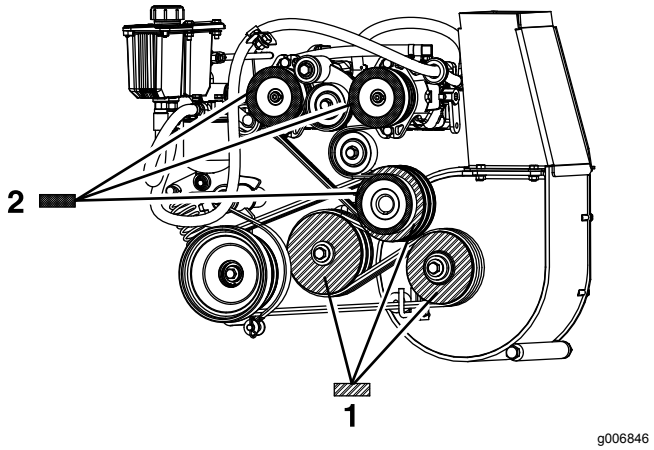

Figur 66
8. Mål fra blæserremskiven som en grundlinje, og flyt motoren og mellemakslen, indtil den bageste overflade på alle tre remskiver er på linje inden for 0,8 til 1,6 mm (Figur 66).
4. Brug en lige kant, og tilret hver pumperemskive med motorremskiven ved at skubbe den langs pumpeakslen (Figur 66).